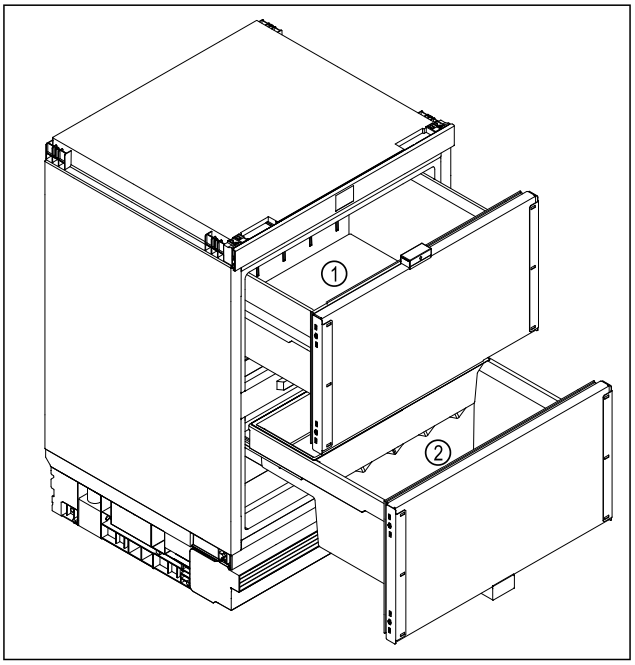

Fig. 39 Beispielhafte Darstellung
▶ Oberer Auszugswagen *Fig. 39 (1)*: Leicht verderbliche Lebensmittel wie fertige Speisen, Fisch, Fleisch- und Wurstwaren, verpacktes Obst und Gemüse lagern.
▶ Unterer Auszugswagen *Fig. 39 (2)*: Kälteempfindliche Lebensmittel wie Kartoffeln, Zwiebeln oder Südfrüchte lagern. Lebensmittel oder Getränke lagern, die beim Verzehr nicht zu kalt sein sollen.